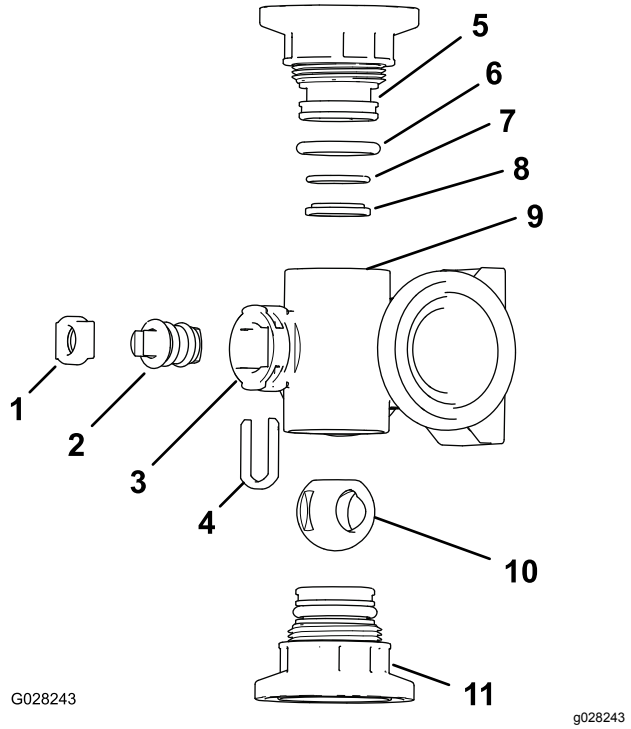
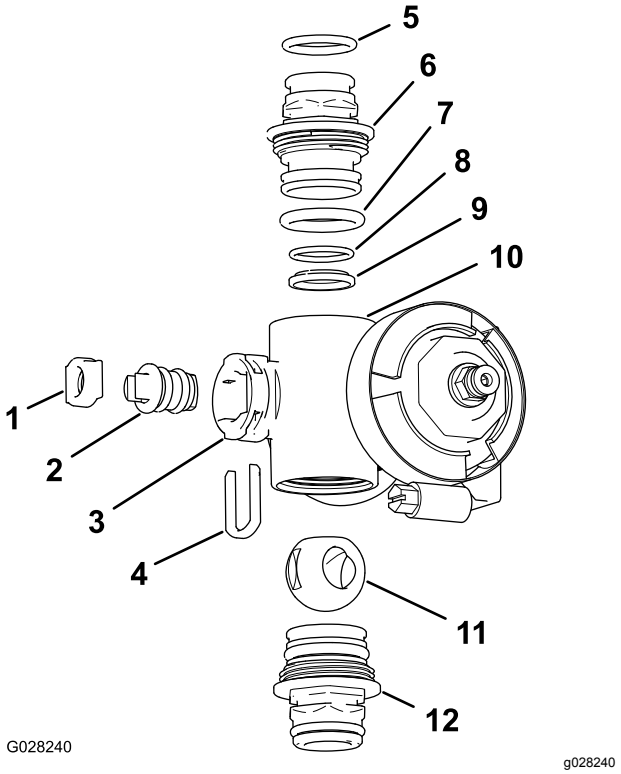

Figur 77
Figur 78
2. Fjern de 2 endedækselfittinger fra hver ende af manifoldhuset (Figur 77 og Figur 78).
4. Fjern spindelholderen fra åbningerne i spindelporten i manifolden (Figur 77 og Figur 78).
5. Fjern spindelholderen og ventilspindelsædet fra manifolden (Figur 77 og Figur 78).
6. Tag ventilspindelenheden ud af manifoldhuset (Figur 77 og Figur 78).
1. Kontroller udgangsfittingens O-ringe (kun sektionsventilmanifold), endedækslets O-ringe, kontrasædets O-ringe og kuglesædet for skader eller slitage (Figur 77 og Figur 78).
2. Smør silikonefedt på ventilspindelen, og placer den i ventilspindelsædet (Figur 77 og Figur 78).
3. Monter ventilspindelen og sædet i manifolden, og fastgør spindelen og sædet med spindelholderen (Figur 77 og Figur 78).
4. Sørg for, at kontrasædets O-ring og kuglesædet flugter med hinanden og er placeret i endedækselfittingen (Figur 77 og Figur 78)
5. Monter endedækselfittingen på manifoldhuset, så flangen på endedækselfittingen rører manifoldhuset (Figur 77 og Figur 78), og drej derefter endedækselfittingen yderligere 1/8 til 1/4 omgang.